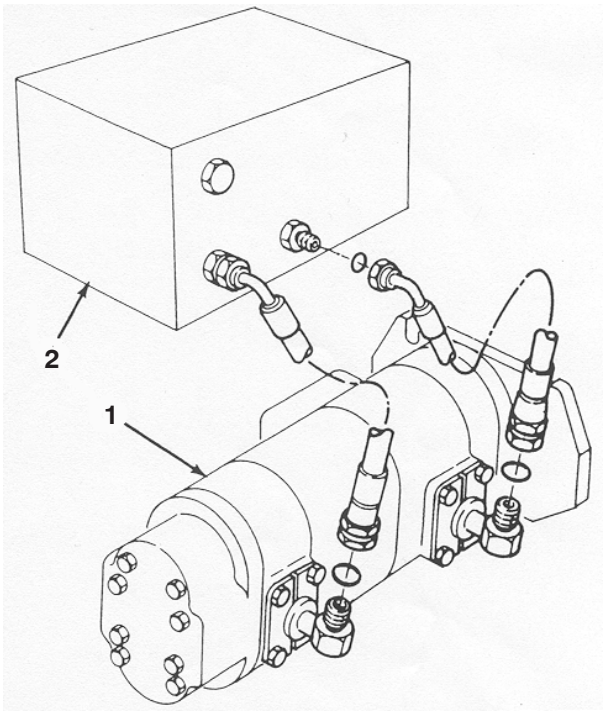

Figure 3
2. Disconnect the hoses from the fittings on the right front and the rear of the pump. Also, disconnect the hoses from the fittings on the PTO manifold, as shown in figure 3.